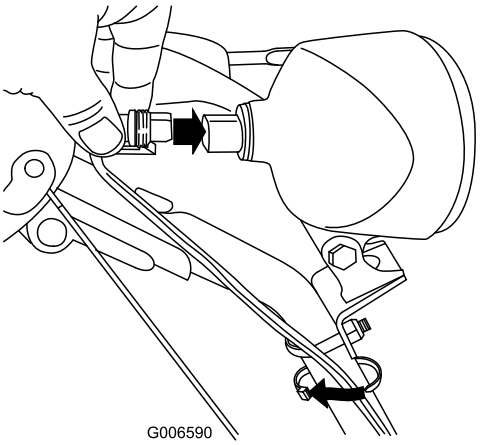

Figur 55
6. Sæt ledningsstikket ind bag på forlygten, indtil det sidder korrekt fast (Figur 55).